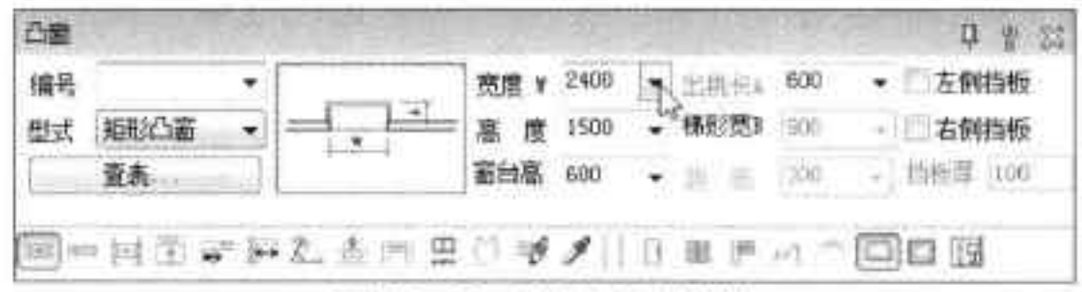

图16-88 设置凸窗参数
Step 24 在“凸窗”对话框中，保持默认参数设置，如图 16-88 所示。